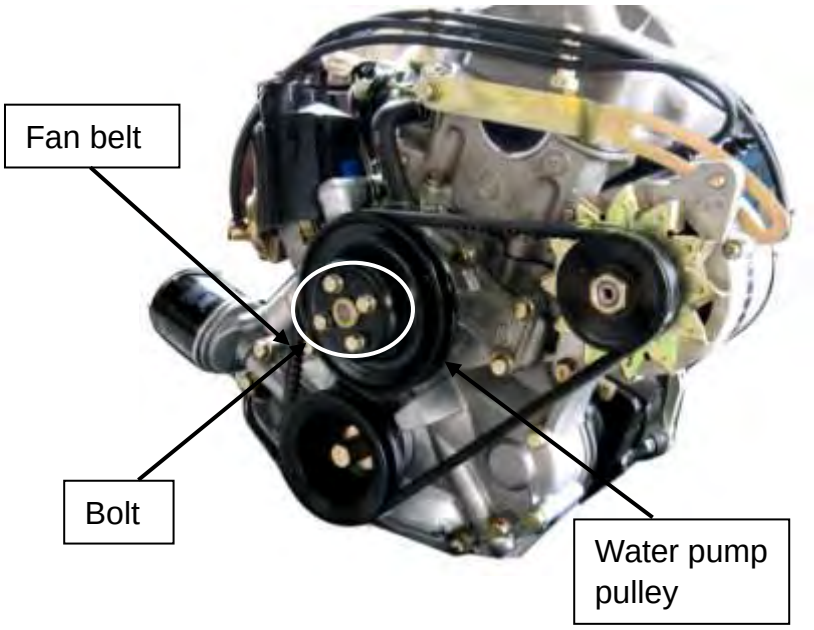

Figure 53
4. Fix the sprocket. Mark on the sprocket must be in straight line to the single white link on the timing chain. (See Figure 53)
above 1 as to obtain the hole position shown by Figure 53.